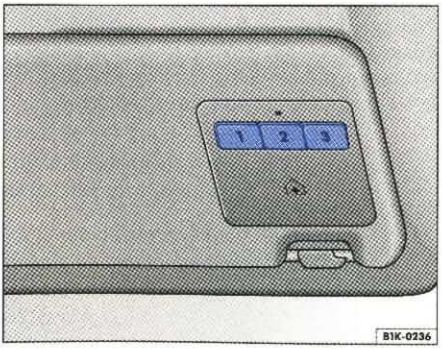

Rys. 37 Panel obsługi: przyciski i nadajnik programowanego pilota zdalnego sterowania w osłonie słonecznej
- Nacisnąć przyciski 1 i 3 ⇒ rys. 37 i przytrzymać, aż lampka kontrolna nad przyciskiem 2 zacznie migać. Natychmiast puścić oba przyciski. W ten sposób ustawienia fabryczne zostaną usunięte. Tej czynności nie trzeba już powtarzać przy programowaniu pozostałych przycisków. Jeżeli jednak przyciski pozostaną dłużej naciśnięte, ustawienia fabryczne zostaną przywrócone. Wtedy trzeba będzie rozpocząć od nowa.
- Przytrzymać pilot zdalnego sterowania urządzenia (np. otwierania bramy garażowej) około 0 do 30 cm od przycisku w osłonie słonecznej ⇒ rys. 37.
- Nacisnąć odpowiedni przycisk w panelu obsługi w osłonie słonecznej ⇒ strona 56, rys. 37, aby uruchomić wybraną funkcję ⇒ ⚠.
- Przytrzymać pilot zdalnego sterowania urządzenia (np. otwierania bramy garażowej) w odległości około 0 do 30 cm od nadajnika ⇒ strona 56, rys. 37.
Funkcje nawet trzech różnych pilotów zdalnego sterowania określonych produktów (np. elektryczny napęd bramy zewnętrznej i bramy garażowej, alarmu domowego lub oświetlenia) można przenieść na przyciski 1, 2 i 3 ⇒ rys. 37.
- Najpóźniej po 30 sekundach po naciśnięciu „przycisku regulacji" w silniku napędzającym, należy nacisnąć przycisk 1, 2 lub 3 ⇒ strona 56, rys. 37. Ten sam przycisk nacisnąć drugi raz, aby zakończyć procedurę. W niektórych systemach należy jednak nacisnąć przycisk po raz trzeci.
- Nacisnąć jednocześnie przyciski 1 i 3 ⇒ strona 56, rys. 37, aż lampka kontrolna nad przyciskiem 2 zacznie migać z dużą częstotliwością. Następnie natychmiast puścić oba przyciski. Wszystkie zaprogramowane funkcje w przyciskach zostaną usunięte.